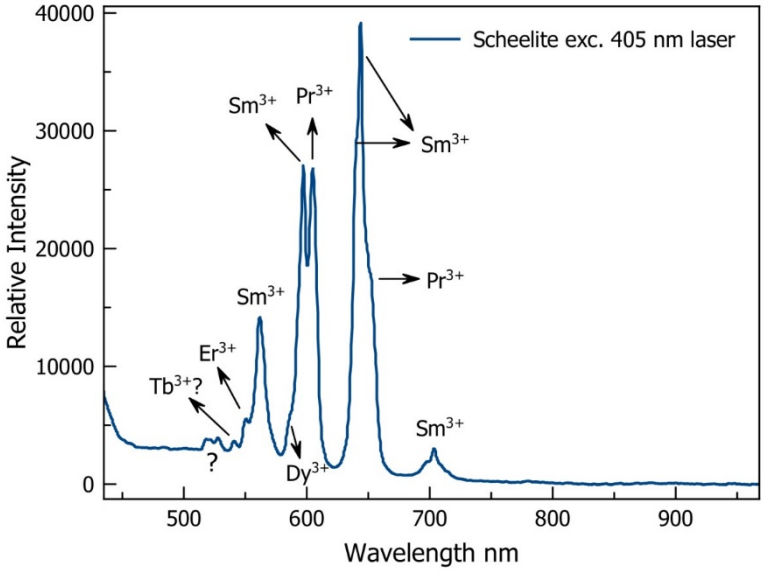

Figuur 3
Natuurlijk zou je ervan kunnen uitgaan dat we met een andere habitus te maken hebben. Immers, als de prismavlakken zouden behoren tot de vorm {110}, dan gaan de a-as en de b-as (en dus ook de symmetrievlakken) door de ribben van het prisma. De driehoekige vlakjes die het topvlak afsnijden, kunnen dan tot de vorm {101} of {011} behoren (zie figuur 3).
Prehnietkristal van figuur 3, waarbij twee evenwijdige prismavlakken sterker zijn ontwikkeld dan de andere twee, waardoor het kristal latvormig wordt. Het prisma is afgeknot door de vorm {101} en beëindigd door topvlak (001) en basisvlak (00-1).
Een aantal zeldzame aarden fluoresceert zéér graag in laserlicht van 405 nm. Het bleek al op Minerant dat Raymond's scheeliet bijzonder graag rood fluoresceert in dergelijk licht en dus trap ik nu de spreekwoordelijke open deur in. Het kan echter geen kwaad om de emissies die we onder 360 nm UV waarnamen eens te checken onder 405 nm licht. Figuur 3 toont ons dezelfde pieken maar dan veel beter gescheiden.